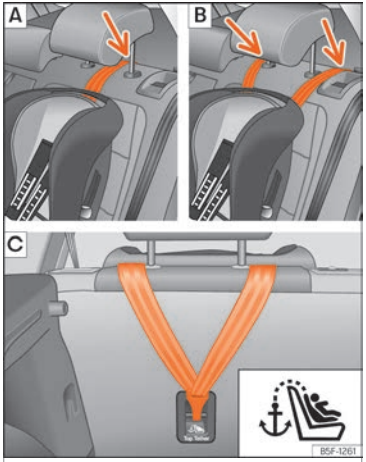
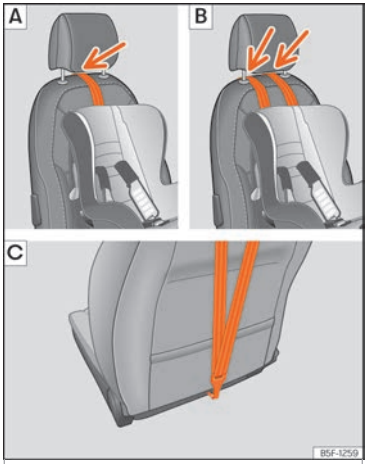

Fig. 34 Asientos traseros: ajuste y montaje en función del cinturón Top Tether.
Fig. 35 Asiento del acompañante: ajuste y montaje en función del cinturón Top Tether.
- Coloque la correa por debajo del apoyacabezas (en función de las instrucciones de la propia silla, levante o retire el apoyacabezas si fuera necesario) ››› fig. 34 A/B, ››› fig. 35 A/B.
- Deslice la correa y fíjela correctamente con el anclaje de la parte posterior del respaldo ››› fig. 34 C, ››› fig. 35 C.